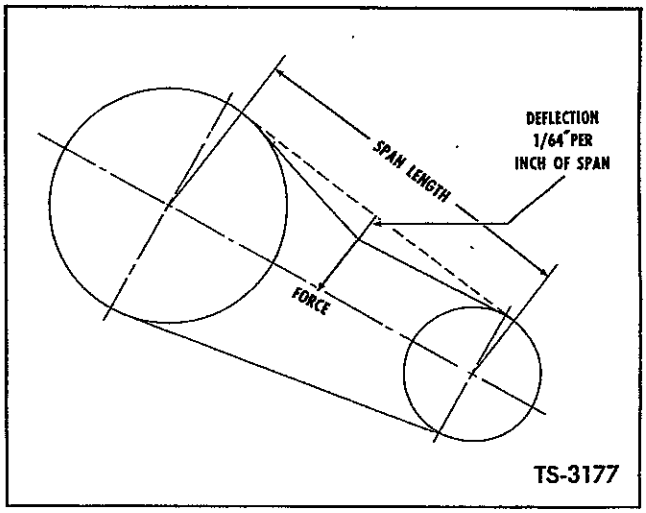

Fig. 9. Check Belt Tension
2. At the center of the span, apply force with a spring scale (at right angles to the span) large enough to deflect the belt 1/64 inch per inch of span. Refer to Figure 9.